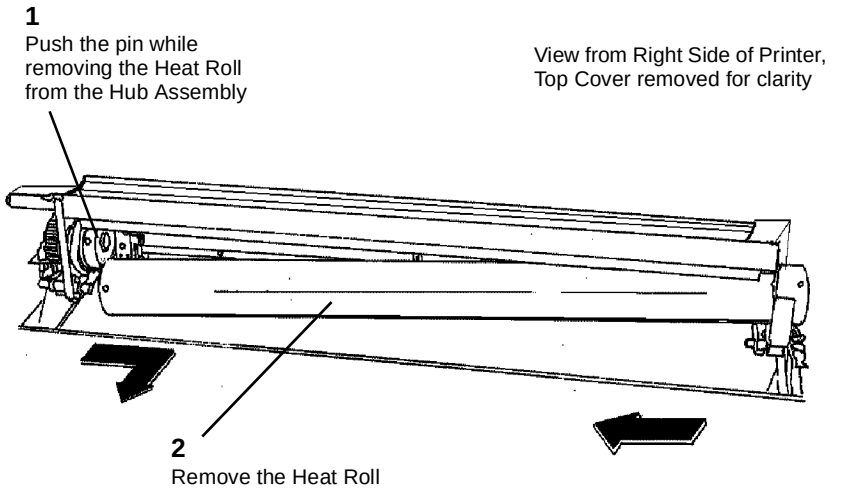

**Figure 1 Removing the Heat Roll**
4. (Figure 1): Remove the Heat Roll.